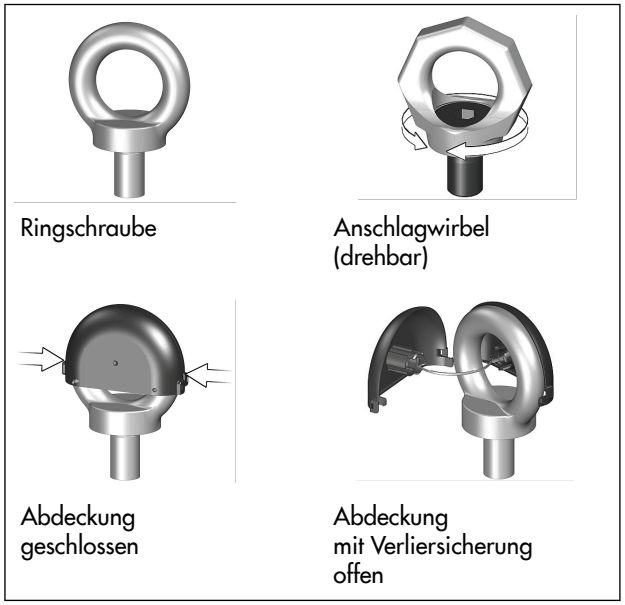

Bild 13: *Verliersicherung an Ringschraube/Anschlagwirbel*
1. Ringschraubenabdeckung durch leichten Druck auf die beiden seitlichen Klipsverbindungen öffnen und abnehmen, vgl. Bild 13.
6. Nach Montage: Hebeschlingen entfernen und Ringschraubenabdeckung wieder anbringen und schließen, vgl. Bild 13.